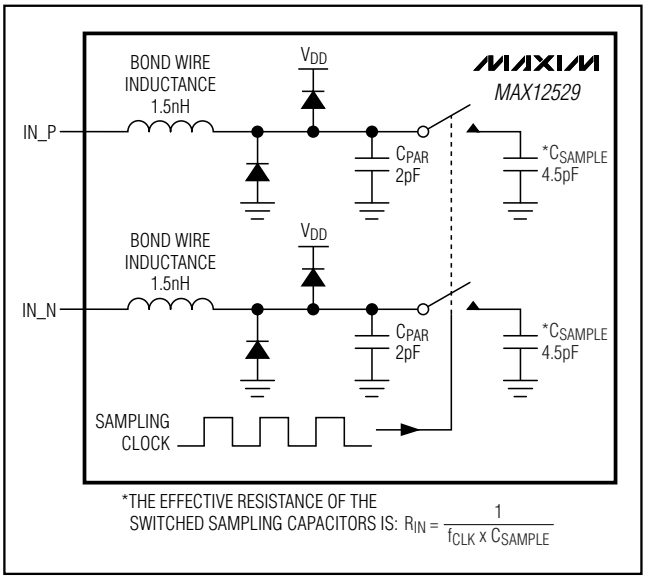
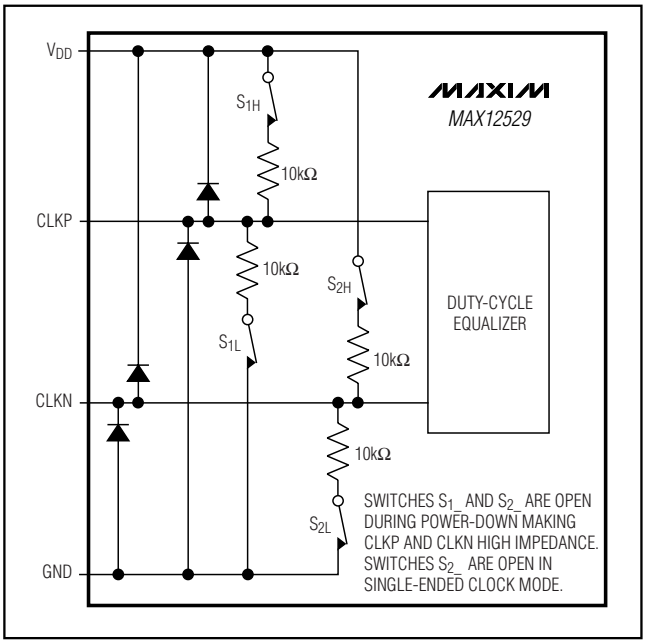

Figure 3. Internal T/H Circuit
Figure 4. Simplified Clock Input Circuit
Figure 3 displays a simplified functional diagram of the input T/H circuit. This input T/H circuit allows for high analog input frequencies of 175MHz and beyond and supports a V_{DD} / 2 common-mode input voltage.
The MAX12529 sampling clock controls the switched-capacitor input T/H architecture (Figure 3) allowing the analog input signals to be stored as charge on the sampling capacitors. These switches are closed (track mode) when the sampling clock is high and open (hold mode) when the sampling clock is low (Figure 4). The analog input signal source must be able to provide the dynamic currents necessary to charge and discharge the sampling capacitors. To avoid signal degradation, these capacitors must be charged to one-half LSB accuracy within one-half of a clock cycle. The analog input of the MAX12529 supports differential or single-ended input drive. For optimum performance with differential inputs, balance the input impedance of IN_P and IN_N and set the common-mode voltage to mid-supply (V_{DD} / 2). The MAX12529 provides the optimum common-mode voltage of V_{DD} / 2 through the COM output when operating in internal reference mode and buffered external reference mode. This COM output voltage can be used to bias the input network as shown in Figures 9, 10, and 11.
The MAX12529 accepts both differential and single-ended clock inputs with a wide 25% to 75% input clock duty cycle. For single-ended clock input operation, connect DIFFCLK/$\overline{SECLK}$ and CLKN to GND. Apply an external single-ended clock signal to CLKP. To reduce clock jitter, the external single-ended clock must have sharp falling edges. For differential clock input operation, connect DIFFCLK/$\overline{SECLK}$ to OV_{DD}. Apply an external differential clock signal to CLKP and CLKN. Consider the clock input as an analog input and route it away from any other analog inputs and digital signal lines. CLKP and CLKN enter high impedance when the MAX12529 is powered down (Figure 4).
1) INAP/B and INAN/B analog inputs are disconnected from the internal input amplifier (Figure 3).
6) CLKP and CLKN clock inputs enter a high-impedance state (Figure 4).